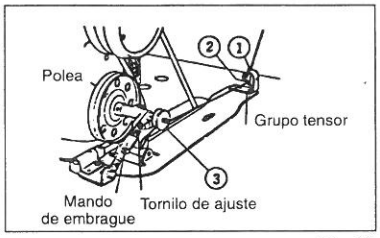

Fig. 13
b) Ajuste el llenado de la canilla mediante el tornillo de ajuste (Ver fig. 13) de forma que se bobine un 80% de la canilla como máximo.